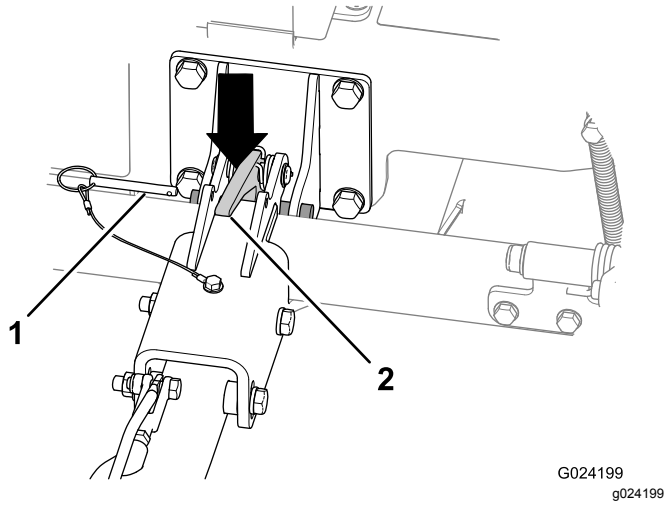

Figura 21
2. Togliete il perno di bloccaggio (Figura 21).
4. Premete il blocco dell'attacco per sbloccare l'attacco (Figura 21).